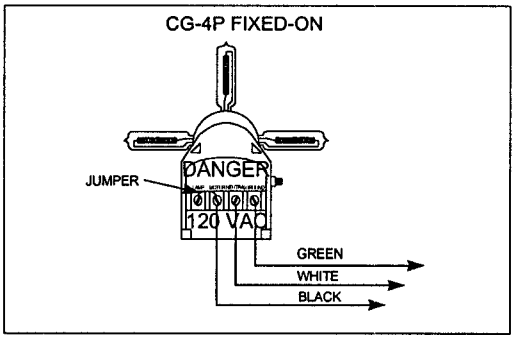

Figure 2-4
m. Wiring shall be 12/3 SO cable through a watertight stuffing tube, or individually insulated wires installed in conduit (Liquid-Flex near lantern). Wires shall have insulated spring spade lugs and terminated at the terminals "Black" (120VAC), "White" (Neutral) and "Green" (Ground) terminals of the CG-4P lampchanger, as shown in Figure 2-4 for fixed-on, 24 hours a day operation.